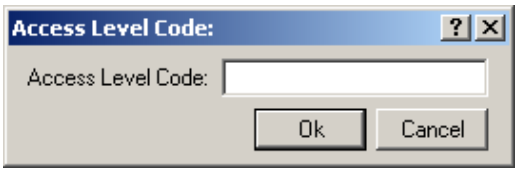

Figure 2-52 Access Level Code Dialog Screen
1. Select **Utility/Master/Follower Configuration** from the TapTalk toolbar. TapTalk will display the Access Level Code dialog screen (Figure 2-52).